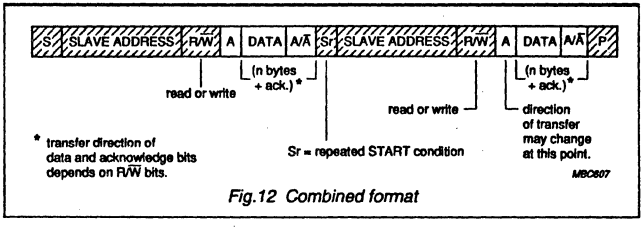

Fig.12 Combined format
- Combined format (Fig.12). During a change of direction within a transfer, the START condition and the slave address are both repeated, but with the R/$\overline{W}$ bit reversed.